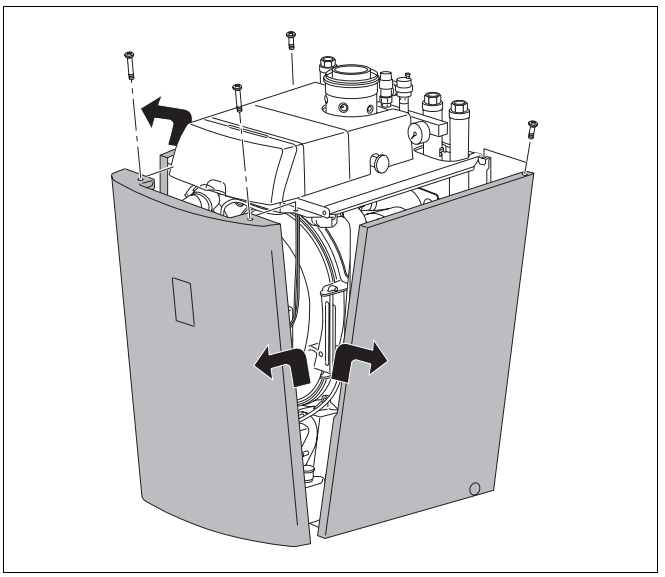

Bild 17 Verkleidungsvorderwand und Seitenwände abnehmen
- Sicherungsschrauben lösen und Verkleidungsvorderwand abnehmen (Bild 17).
- Sicherungsschrauben lösen und Seitenwände abnehmen (Bild 17).